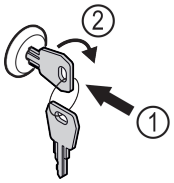

Fig. 87 Reprezentare exemplificatoare
▶ Introduceți cheia prin apăsare *Fig. 87 (1)*.
▶ Rotiți cheia cu 90° în sensul acelor de ceasornic *Fig. 87 (2)*.